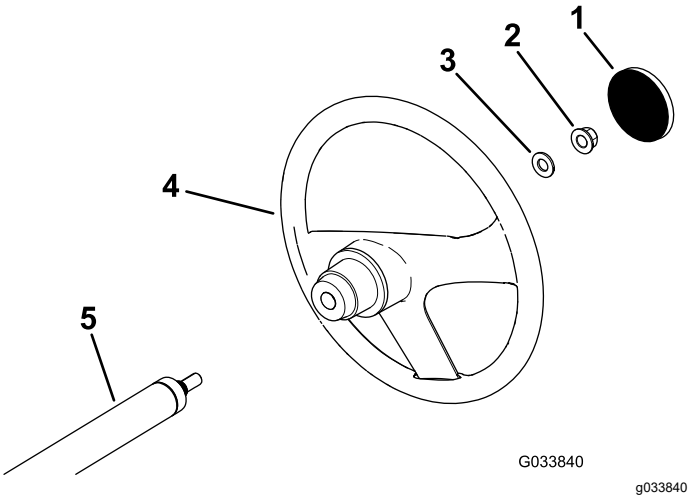

Figur 3
1. Fjern dækslet fra navet på rattet, hvis det er monteret (Figur 3).
2. Afmonter låsemøtrikken (½") fra ratakslen (Figur 3).
3. Skub rattet og spændeskiven (½") på ratakslen (Figur 3).
5. Monter dækslet på rattet (Figur 3).